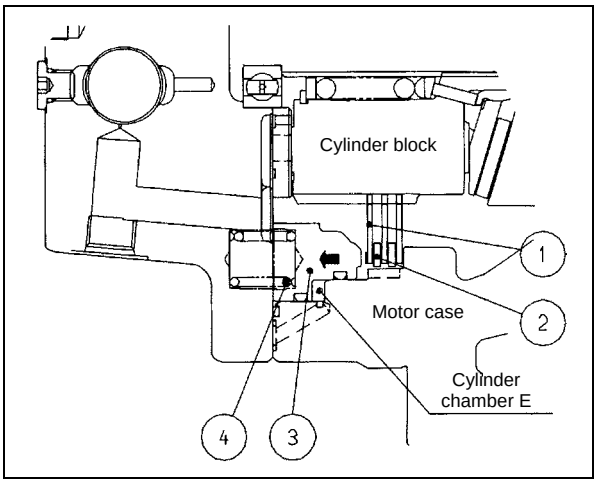

Figure 18. Parking brake released state
Figure 18 shows a structural diagram of the parking brake section.
A. Releasing the parking brake (Figure 18)